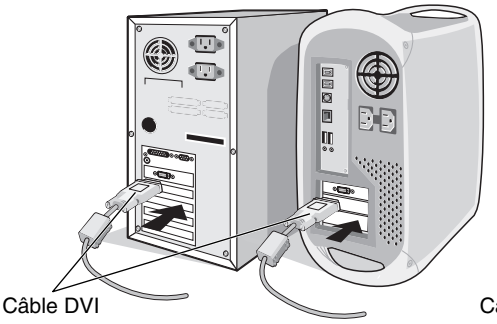

Figure A.1
2. **Pour un PC ou un Mac équipé d'une sortie numérique DVI :** branchez le câble signal DVI double liaison au connecteur de la carte graphique de votre système (**Figure A.1**). Serrez toutes les vis.